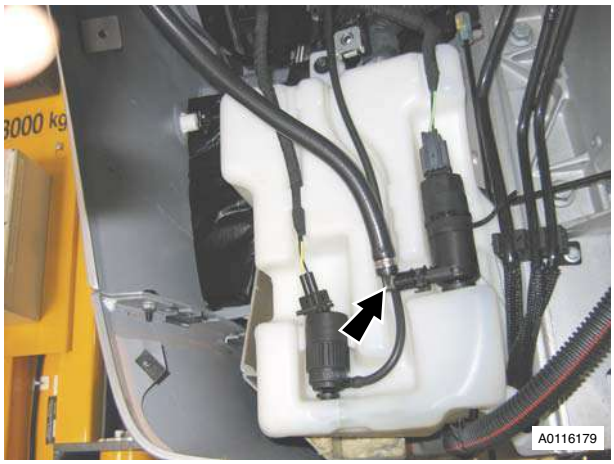

Figure 1
3. Disconnect tube from motor and reservoir (Move Headlamp motor and tube to one side) (see Figure 1).